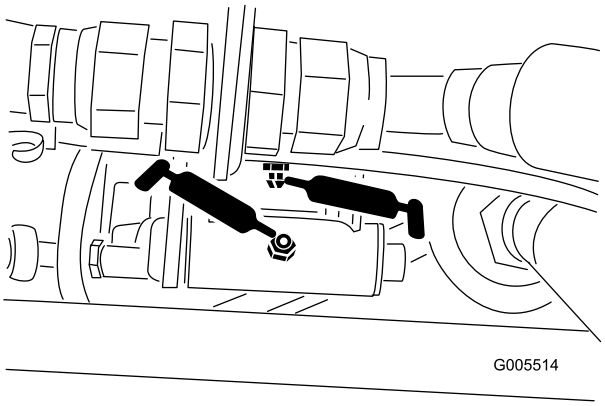
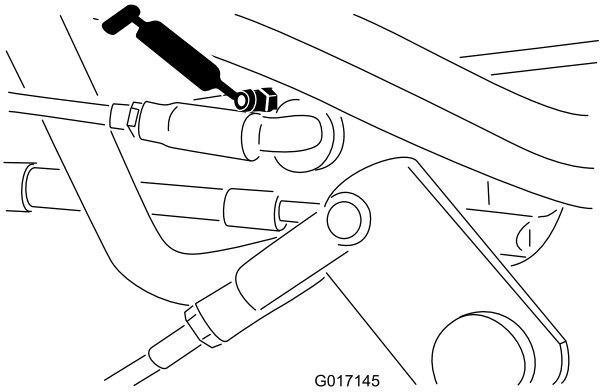

Figur 41
Figur 42
- Växelväljarlänkaget (Figur 41 och Figur 42)